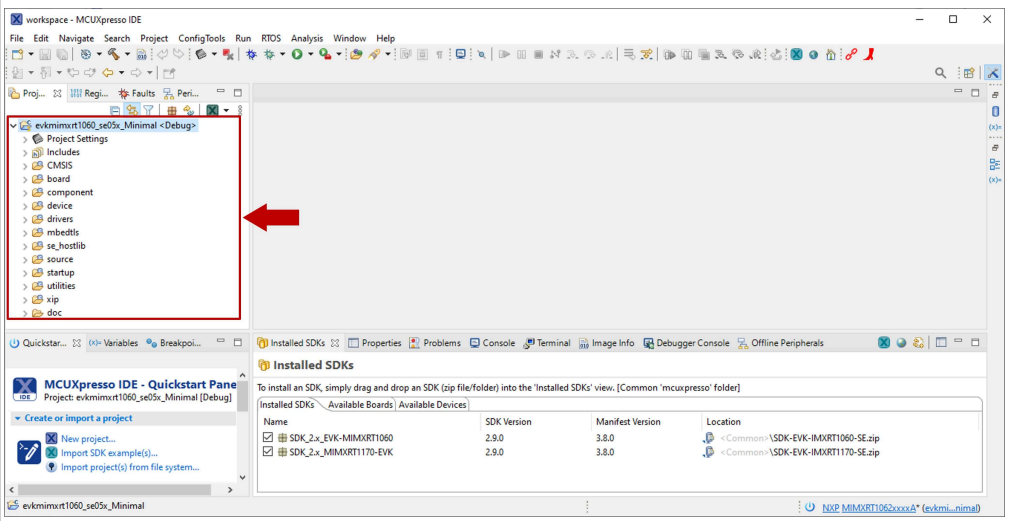

Figure 14. Imported projects in MCUXpresso workspace
4. The projects you selected should now be visible in your MCUXpresso workspace as shown in Figure 14: